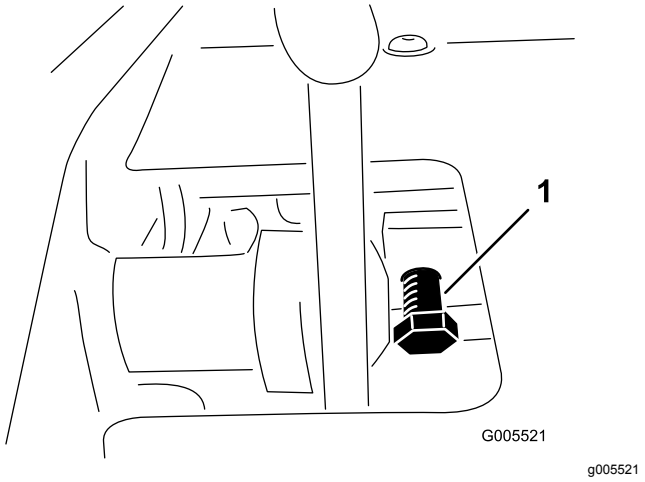

Figuur 54
1. Zet de borgmoer van de pedaalvergrendelingsbout los (Figuur 54).